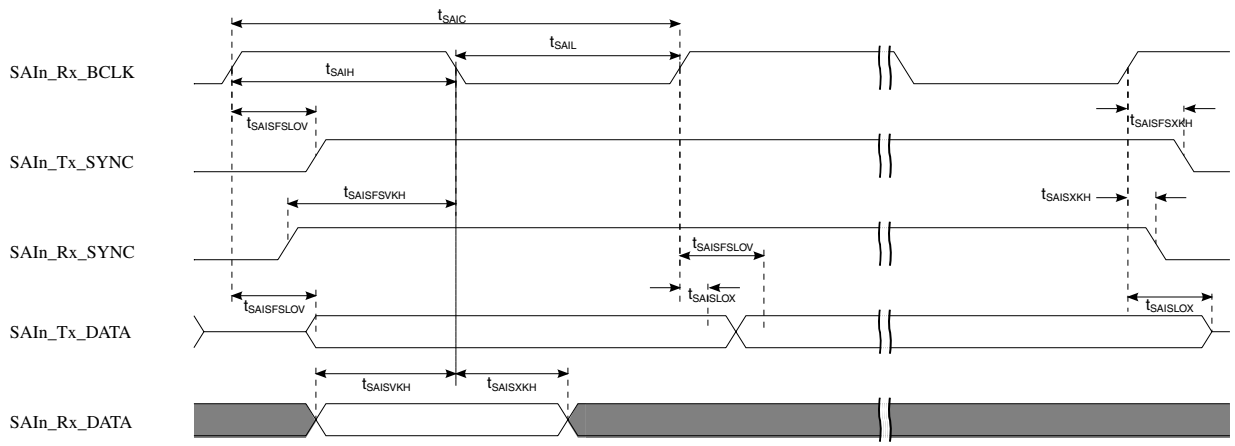

Figure 58. SAI timing - slave modes
1. See Figure 58. on page 167.